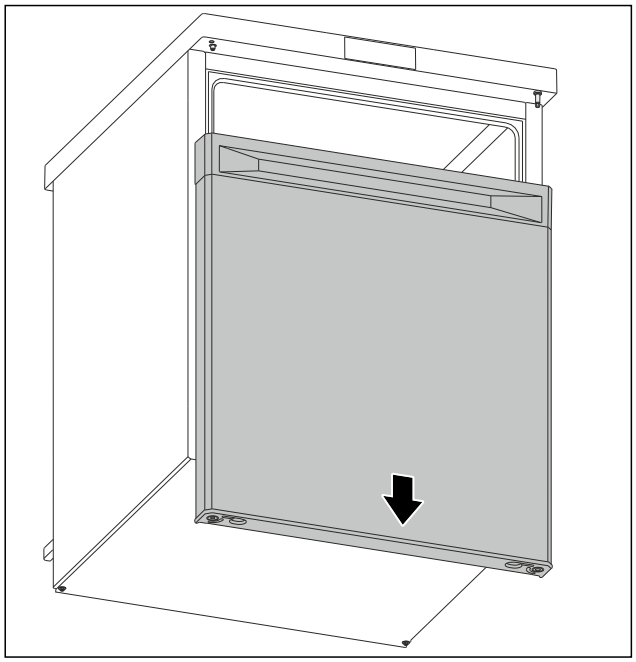

Fig. 6
▶ Ota ovi alaspäin pois. (katso Fig. 6)